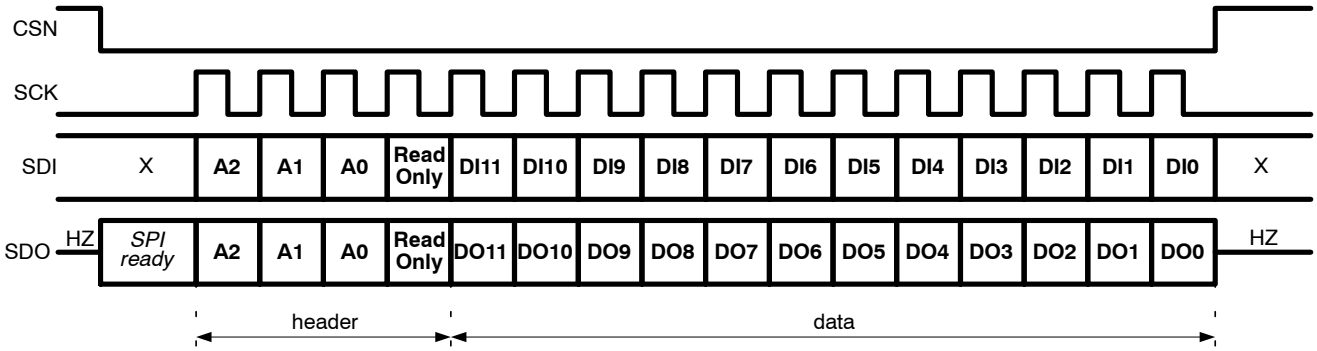

Figure 22. SPI Frame Format
The Serial Peripheral Interface ensures control of NCV7471(A) operating modes, configuration of its functions and read−out of internal status and system information. The serial communication is achieved via SPI frames shown in Figure 22.